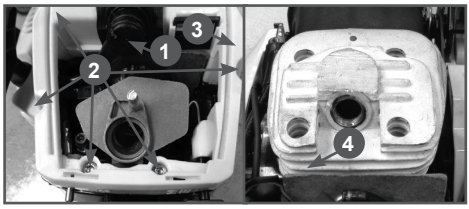

Рис. 30 Очистка охлаждающих ребер цилиндра
Для очистки охлаждающих ребер цилиндра (Рис. 30) необходимо сделать следующее:
1. Открутите барашковую гайку 1 и снимите крышку воздушного фильтра 2 (Рис. 30).
2. Снимите фильтрующий элемент 3 с корпуса (Рис. 30).
5. Выкрутите 5 винтов 2 крепления крышки цилиндра 3 и снимите крышку цилиндра (Рис. 30А).
6. Очистите ребра цилиндра 4 (Рис. 30В) мягкой щеткой или продуйте сжатым воздухом.